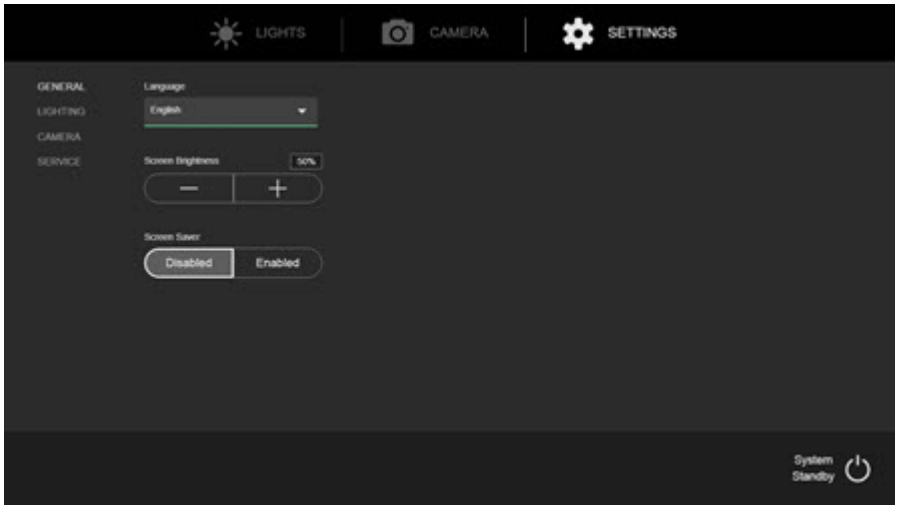

Figure 6-39. Screen Brightness
1. Press Settings button on IWC. See *Figure 6-39*.